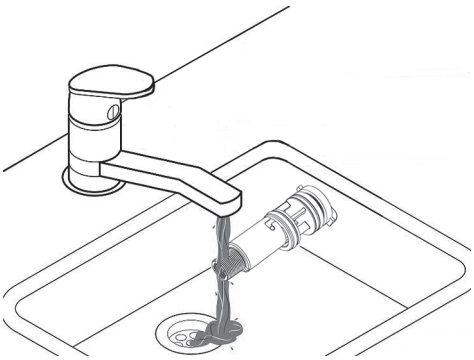
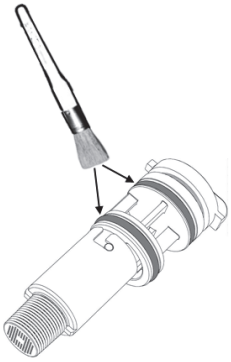

рис. 48
рис. 49
- Таким образом, можно очистить расходомер (см. рис. 48 и рис. 49) или заменить его компоненты.